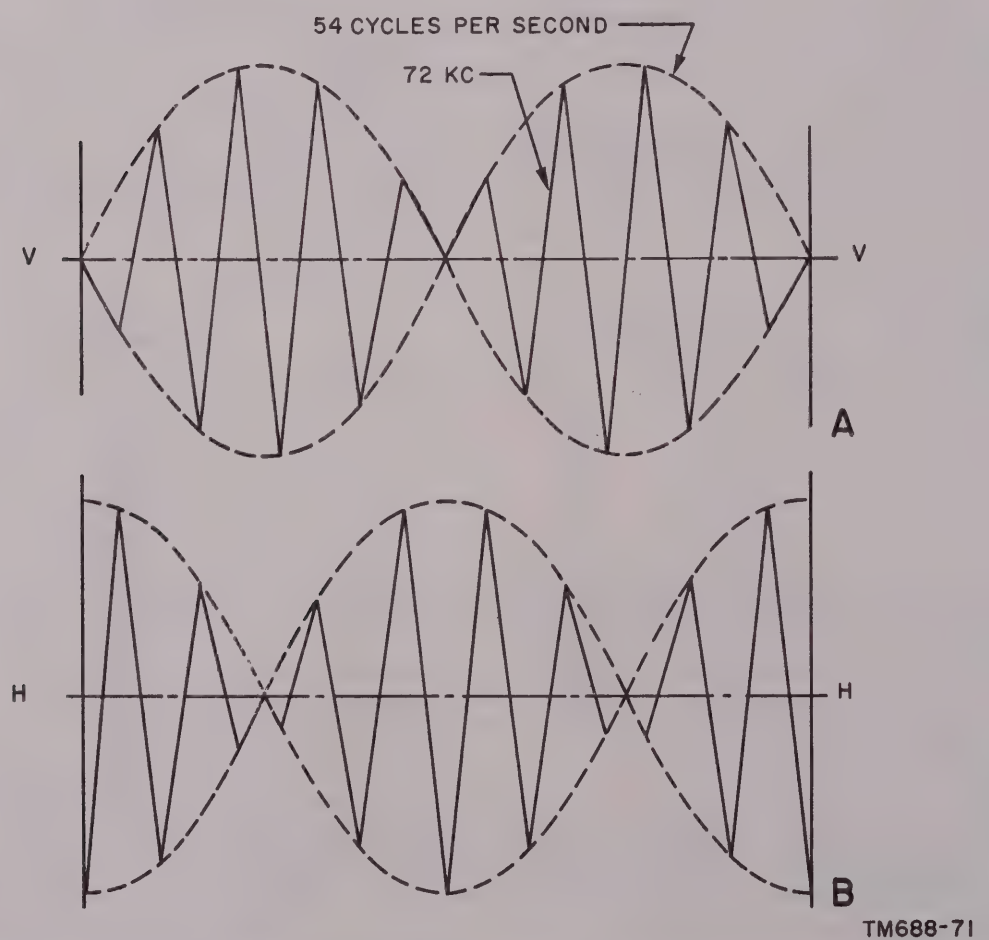

Figure 75. Phase relationship of horizontal and vertical components of the no-signal indicator sweep.
c. The stator outputs under no signal condition are illustrated in figure 75. When the rotor winding is perpendicular to a stator winding, minimum voltage is induced in the stator. When the rotor is parallel to the stator, maximum voltage is induced in the stator. When the rotor is rotated through 360°, there are two positions in which the rotor is perpendicular to a particular stator and two positions in which the rotor is parallel to the stator. The speed of rotation of the rotor is 27 revolutions per second. Two maximums and two minimums are produced per revolution. The 72-kc stator outputs, therefore, are amplitude-modulated at 54 cps. The stators are arranged at right angles to each other and when the rotor is parallel to one stator, it is perpendicular to the other. When minimum voltage is induced in one stator, maximum voltage is induced in the other. That is, the 54-cps amplitude modulation of the two
stator signals are 90° out of phase as illustrated in figure 75. The signal induced in the stator winding connected to the vertical deflection plates when no signal is being received is shown in A, figure 75. The signal induced in the stator winding connected to the horizontal deflection plates when no signal is being received is shown in B, figure 75.